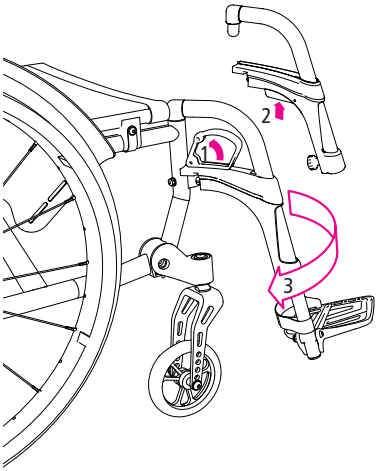

afb. 19
2. Om de vergrendeling van de beensteun op te heffen, trekt u aan de hendel (1, afb. 19) of drukt u op het drukmechanisme (2, afb. 19).
3. U kunt nu de beensteun naar buiten zwenken (3, afb. 19).